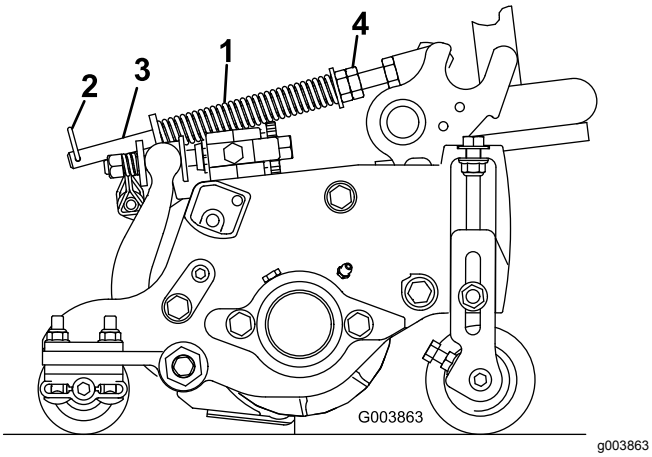

**Figur 14**
Plænekompensationsfjederen overfører vægt fra forrullen til bagrullen (Figur 14). Dette medvirker til at reducere dannelsen af et bølgemønster i plænen, også kaldet ondulation.
1. Sørg for, at låseclipsen er monteret i det bageste hul i fjederstangen (Figur 14).
2. Stram sekskantmøtrikkerne på forenden af fjederstangen, indtil fjederens sammentrykkede længde er 12,7 cm på 12,7 cm-klippeenheder, eller 15,9 cm på 17,8 cm-klippeenheder (Figur 14).